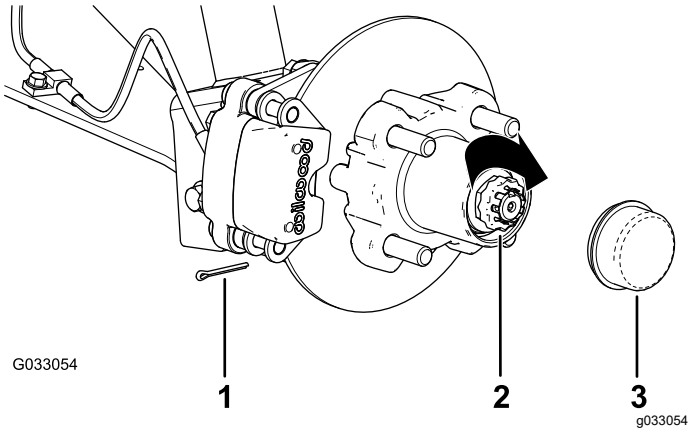

Figur 34
8. Monter holderen over mutteren og sjekk at sporet i holderen er innrettet med hullet i spindelen for hårnålssplinten (Figur 34).
9. Monter hårnålssplinten og bøy begge beina rundt holderen (Figur 34).
10. Monter støvkoppen på navet (Figur 34).